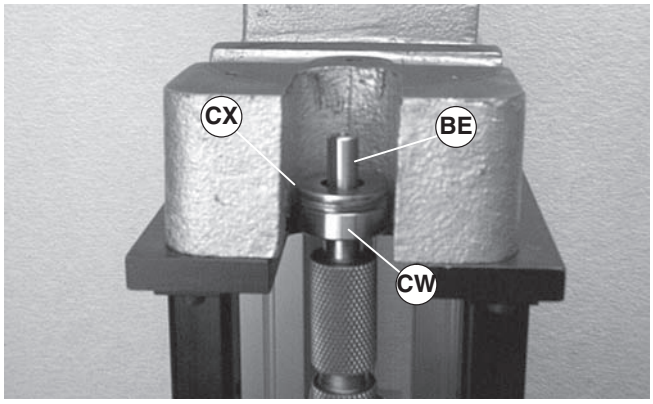

Figure 58
2. Slide bearing (CW) (part # 802-124) over drive pulley (BE). Place two 5/8 flat washers (Figure 58, item CX), or equivalent, over the drive pulley (BE) and against the bearing.